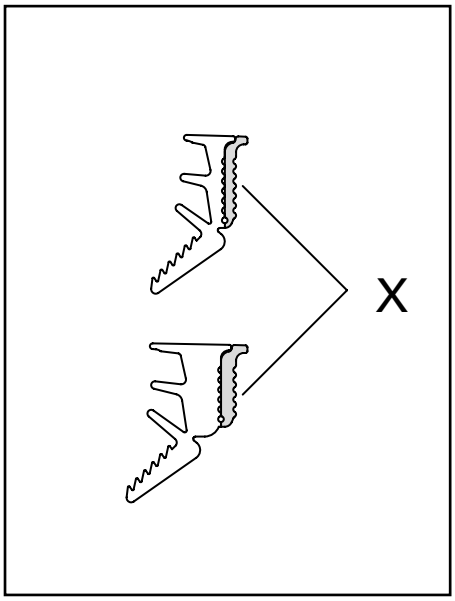

Abb. 18 / Fig. 18 / Fig. 18
- Je nach Fugenbreite Zusatzlappen X vorgängig abreissen (Abb. 18)
- En fonction de la largeur du jeu, découper précédemment la lèvre complémentaire X (Fig. 18).)
- Depending on the gap width, tear off additional lip X in advance (Fig. 18)